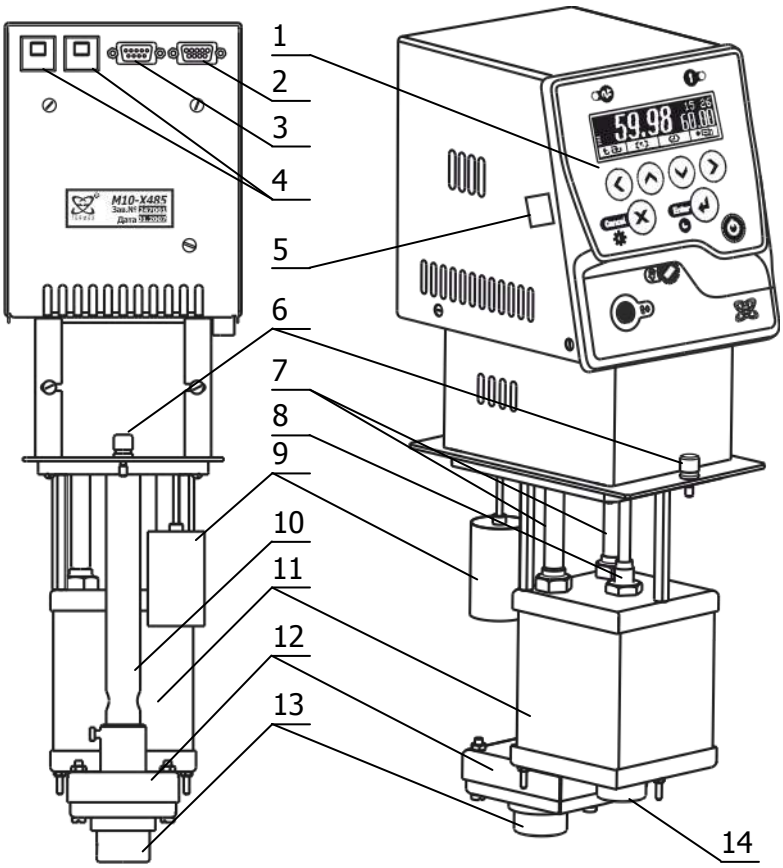

Рисунок 1 — Устройство блока регулирования
1.4.2 Работа блока регулирования заключается в поддержании заданной температуры потока теплоносителя, прокачиваемого насосом 12 через резервуар 11 (рисунок 1). Забор теплоносителя производится через входной патрубок 13, а выброс — через выходной патрубок 14.
В процессе работы блока регулирования на дисплее 15 отображается температура теплоносителя, значение уставки (задание), мощность нагрева, текущее время и дополнительная служебная информация. Установка режимов работы блока регулирования осуществляется органами управления, расположенными на лицевой панели 1 (рисунок 1).
2.2.1 Установить блок регулирования на ванне так, как указано в руководстве по эксплуатации термостата и закрепить винтами 9 (рисунок 1).